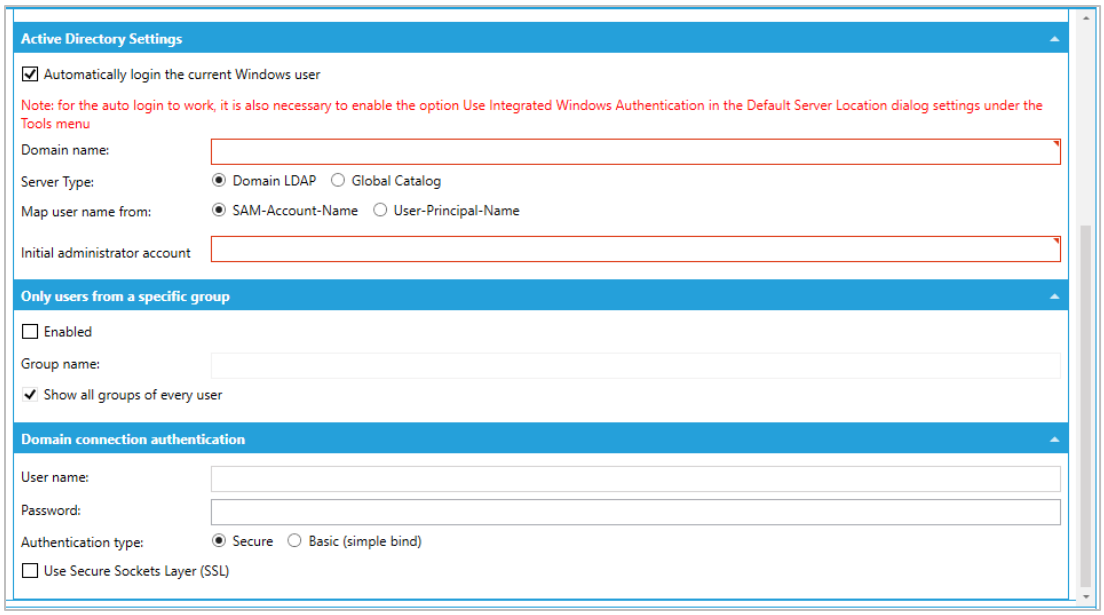

Figure 14.4 - Active Directory Settings Dialog box
Clicking on the “Active Directory Settings” button next to the Security Mode allows you to configure domain connection settings and credentials, as shown in Figure 14.4.
- **Server Type**: Domain LDAP or Global Catalog, as shown in Figure 14.4.